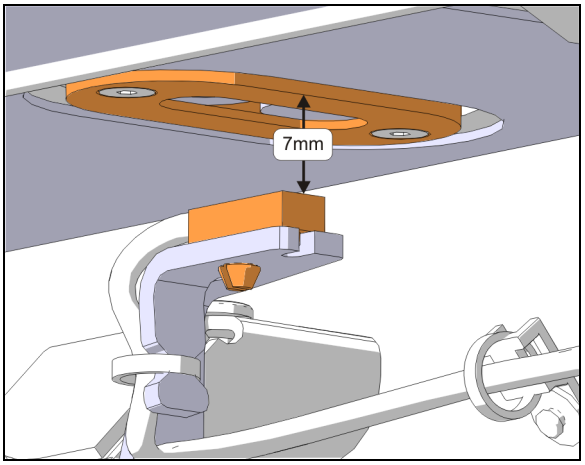

FIGURE 53: SENSOR VERTICAL ADJUSTMENT
3. Bring slowly the sensor toward the outside of the vehicle until the LED turns on. When it does, move it 0.079” (2mm) further in the same direction. Adjust vertically to 7mm from magnet support face (Figure 53). Tighten the mounting bracket screws.